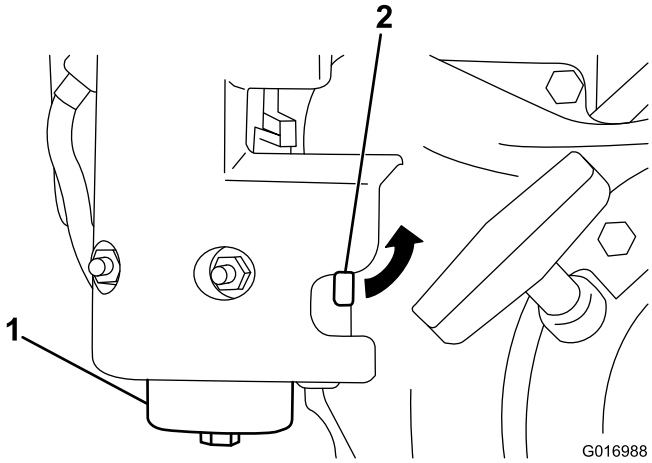

**Figur 28**
1. Luk brændstofafbryderventilen, og skru skålen af filterelementet (Figur 28).